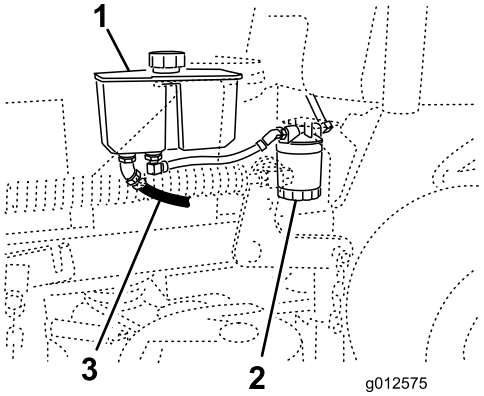

Figur 73
4. Finn fremre hydraulikkslange under hydraulikktanken og plasser et tappefat under tanken (Figur 73).